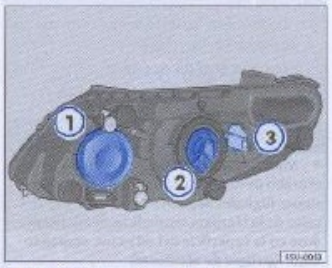

Fig. 141 Cuadro general de las lámparas
- Remueva el guardapolvo de protección ⇒ fig. 141 ①.